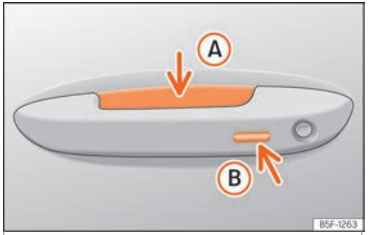

Fig. 88 Poignée de porte : surfaces sensibles.
››› fig. 88
- Saisissez la poignée de l'une des portes avant. Lorsque vous touchez la surface sensible ››› **fig. 88** Ⓐ (flèche) de la poignée de porte, le véhicule se déverrouille.
- Appuyez *une fois* sur la surface sensible de verrouillage ››› **fig. 88** Ⓑ (flèche) de la poignée de porte de l'une des portes avant. La porte correspondante devra être fermée.
- Appuyez *une fois* sur la surface sensible ››› **fig. 88** Ⓑ (flèche) de la poignée de porte de l'une des portes avant. Le véhicule se verrouille avec le dispositif de sécurité Safe « Safe » ››› **page 115**. La porte correspondante devra être fermée.
- Appuyez *deux fois* sur la surface sensible ››› **fig. 88** Ⓑ (flèche) de la poignée de l'une des portes avant pour verrouiller le véhicule non équipé du système de sécurité « Safe » ››› **page 115**.
- Appuyez sur le bouton de verrouillage de la radiocommande puis, dans les 5 secondes, touchez une fois la surface sensible de verrouillage de la poignée de la portière du conducteur ››› fig. 88 Ⓑ. Ne saisissez pas la poignée de la portière sinon le véhicule ne se verrouillera pas. Il est également possible de procéder à la désactivation si le véhicule est verrouillé via la serrure de la porte du conducteur.
Pour **fermer à l'aide de la fonction confort** toutes les vitres électriques et le toit ouvrant, maintenez appuyé quelques secondes un doigt sur la surface sensible de verrouillage ››› fig. 88 Ⓑ (flèche) de la poignée de porte jusqu'à ce que les vitres et le toit se ferment.
Les surfaces sensibles des poignées de porte risquent d'être activées si elles reçoivent un jet d'eau ou de vapeur à haute pression si l'une de clés valides du véhicule se trouve dans la zone de proximité. Si au moins une glace à commande électrique est ouverte et que la surface sensible ››› fig. 88 Ⓑ (flèche) d'une des poignées est activée de manière permanente, toutes les glaces seront fermées.